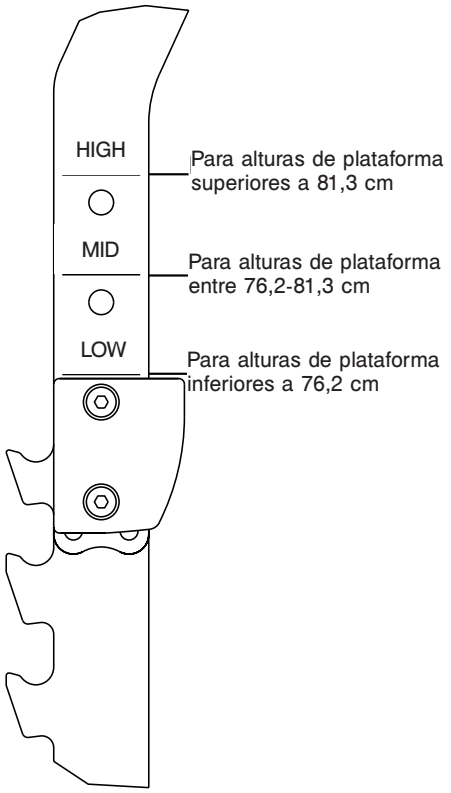

Figura 12
3. Seleccionar HIGH (Alta), MID (Média) ou LOW (Baixa) conforme os requisitos de altura de carga da maca (consultar Figura 12). Por exemplo: